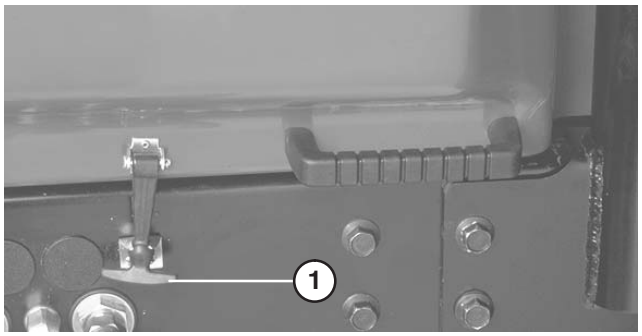

Bild 12
1. Stellen Sie die Maschine auf eine ebene Fläche. Lösen Sie den Haubenriegel (Bild 12) und heben Sie die Haube an.